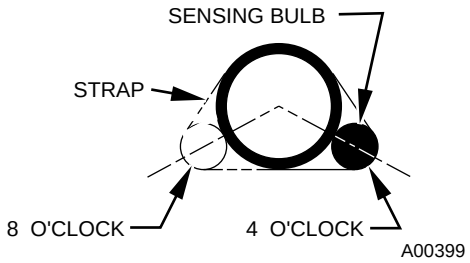

Fig. 7—Positioning of Sensing Bulb
10. Attach TXV bulb to horizontal section of suction line using nylon bulb clamps provided. (See Fig. 6C.) Insulate bulb with factory-supplied insulation tape (See Fig. 6E). See Fig. 7 for correct positioning of sensing bulb.
9. Reinstall TXV support clamp (removed in item 3).
10. Attach TXV bulb to vapor tube inside cabinet in same location as original was removed using supplied nylon bulb clamps (See Fig. 6C). Insulate bulb with factory-supplied insulation tape (See Fig. 6E). See Fig. 7 for correct positioning of sensing bulb.